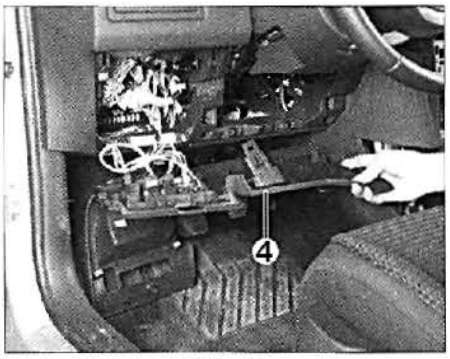

FIG. 15
• Separar el tubo de depresión (3) del servofreno.
• Desmontar la banda inferior (4) **(fig. 15).**